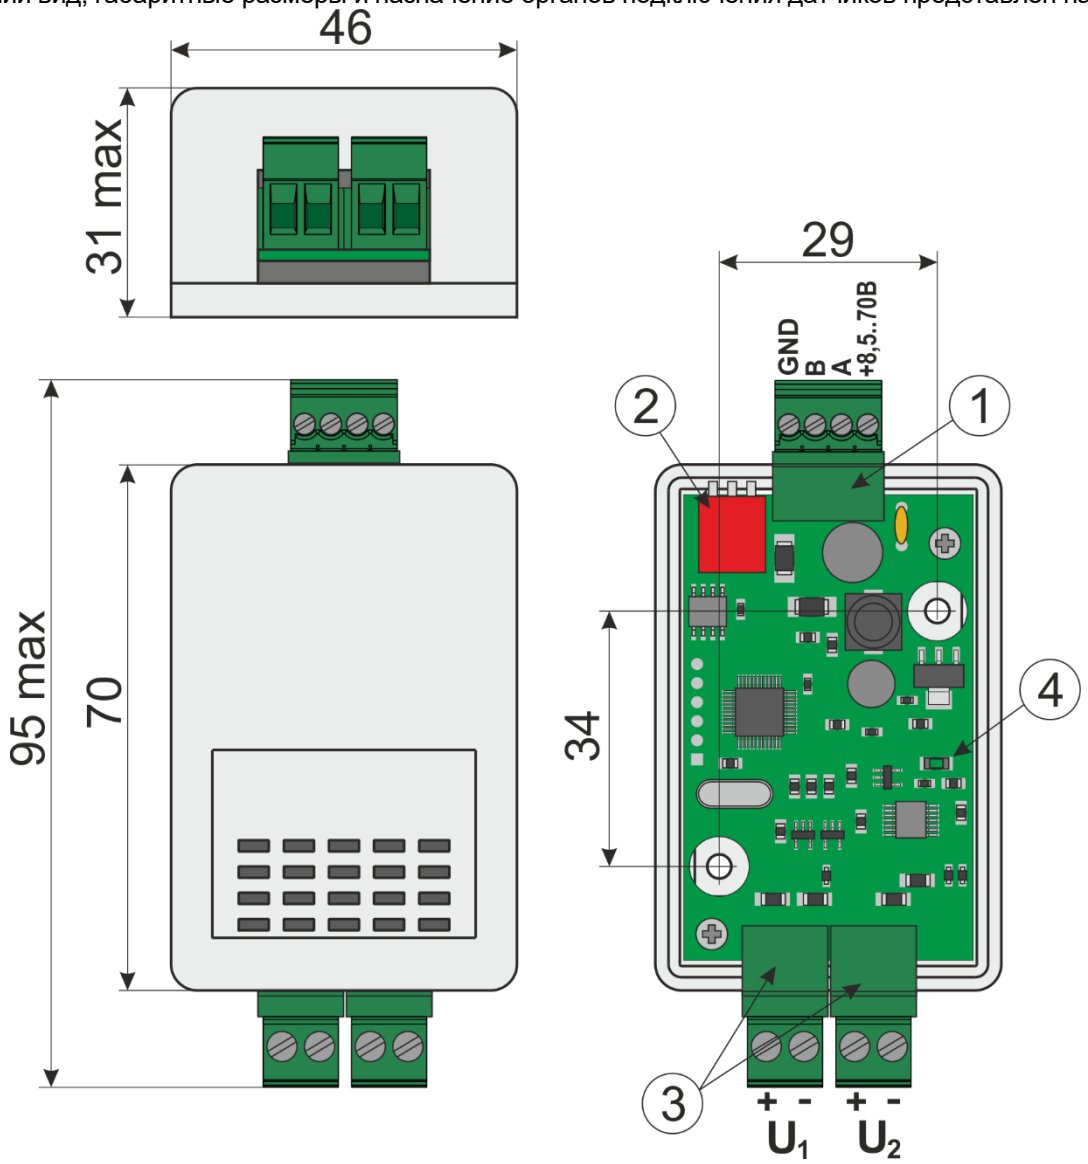

Рисунок 1 – Внешний вид, габаритные размеры и назначение органов подключения датчика
4.4 Подключите, при необходимости, терминирующий резистор ”RT” датчика к шине SBus включив в положение “ON” соответствующий флажок DIP-переключателя 2 (см. рисунок 1).
4.5 Подключите проводники питания и проводники шины SBus к разъемному клеммному блоку 1 (см. рисунок 1) в соответствии с маркировкой и схемой, изображенной на рисунке 2.
- установите DIP-переключателем **3** (см. рисунок 1) адрес датчика **0xB0**, в соответствии с таблицей 3;
- по истечение 30 секунд проконтролируйте по режиму работы индикатора “Stat.” (см. рисунок 1) активность выбранного протокола передачи данных;